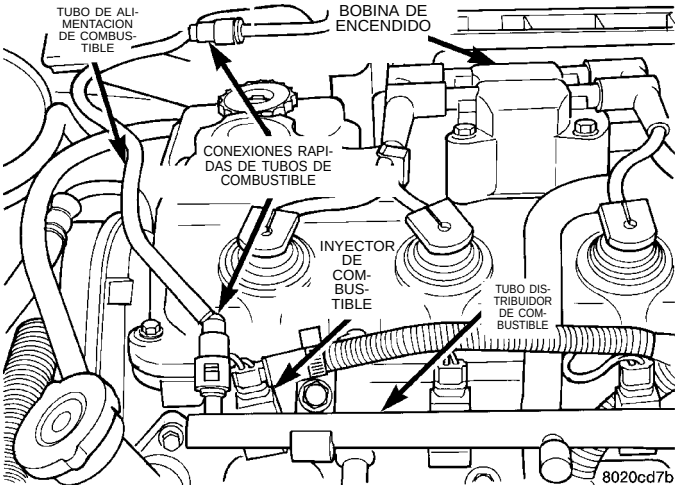

Fig. 37 Inyectores de combustible
(8) Inspeccione las conexiones eléctricas de los inyectores de combustible (Fig. 37).